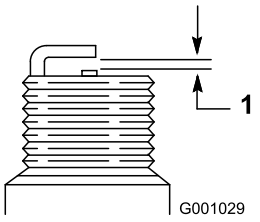

Figur 51
4. Indstil mellemrummet mellem elektroderne på et nyt tændrør til 0,76 mm (Figur 51).